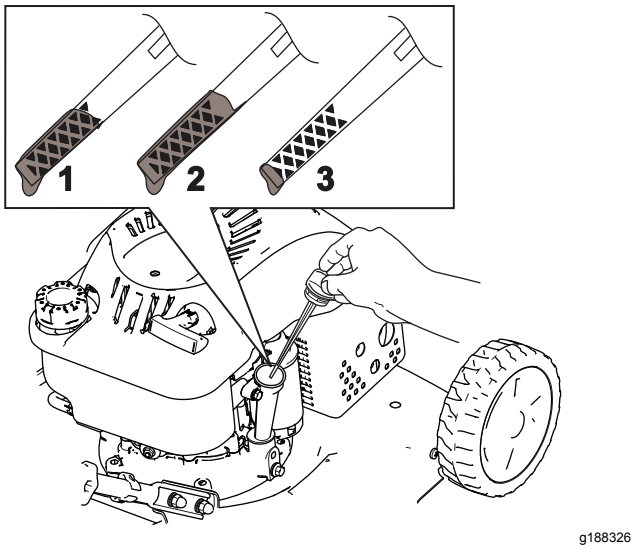

Figur 24
3. Fjern peilestaven ved å vri lokket mot venstre og trekke den ut (Figur 24).